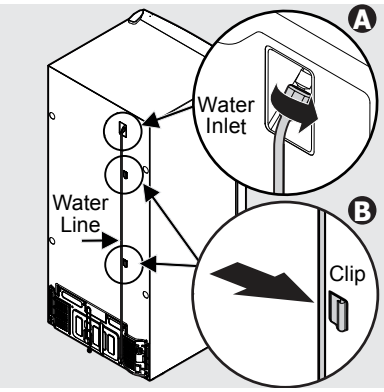

Figure 14
11. Install the water line by screwing the nut on the end of the tube onto the water inlet. Tighten the nut until snug, and then tighten an additional ¼ turn with needle nose pliers. See Figure 14.